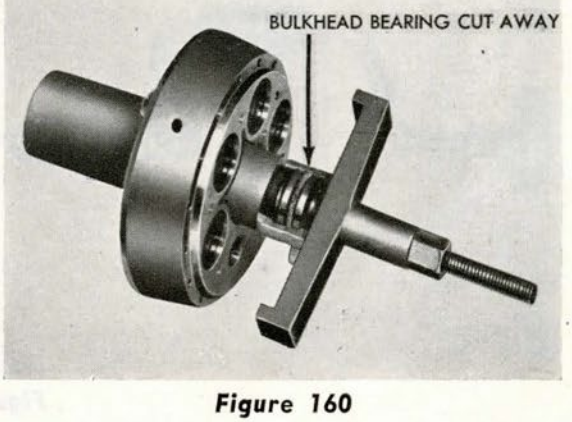

Figure 160
3. Remove after bulkhead bearing, using puller (SG 2858) (Fig. 160). (191)